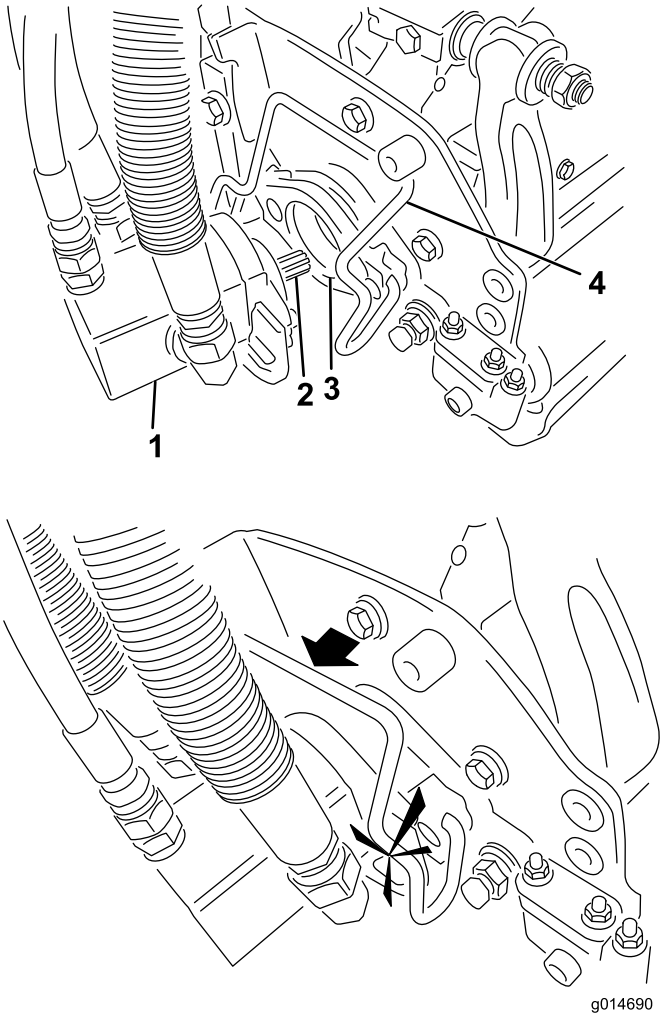

**Figur 32**
5. Stryk på rent fett på klippenhetsmotorns räfflade axel (Figur 32).
6. För in motorn på vänster sida av klippenheten (sett från förarsätet) och dra motorfäststaget på klippenheten mot motorn tills du hör ett klickljud från båda sidorna av motorn (Figur 32).